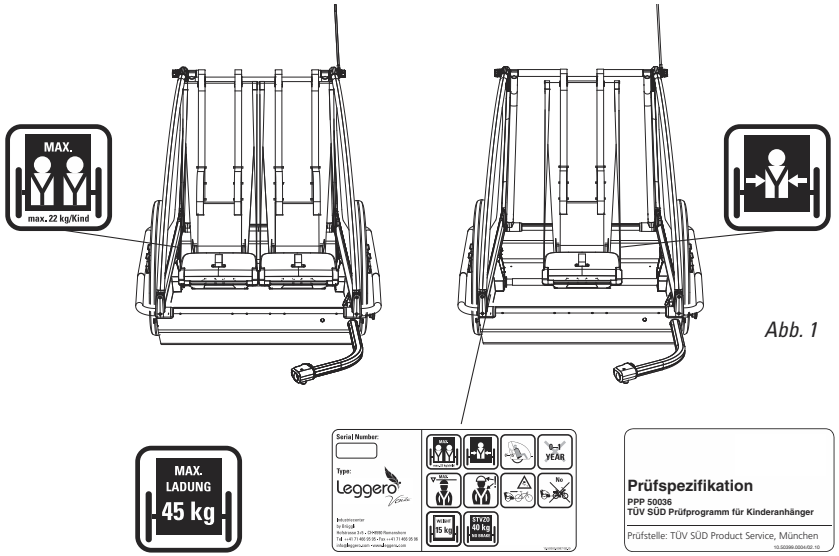

Abb. 1
- Um die Unfall- bzw. Verletzungsgefahr so gering wie möglich zu halten, müssen Kinder immer angeschnallt werden. Die höhenverstellbaren Sicherheitsgurte sind der jeweiligen Kindergrösse anzupassen. Bei Mitführen von nur einem Kind ist die «mittige» Sitzposition zu empfehlen (Abb. 1) . Das Tragen eines Schutzhelmes wird dringend empfohlen (landesspezifische Vorschriften beachten).